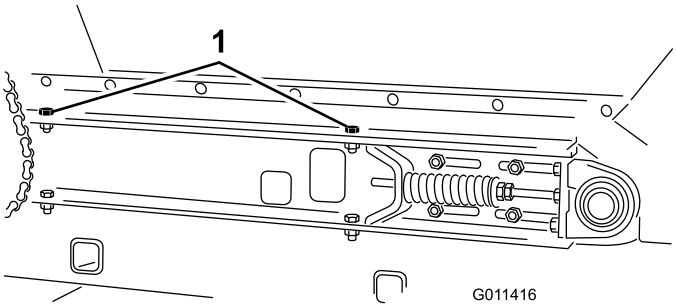

**Figuur 32**
4. Verwijder de (2) tapbouten, ringen en moer aan elke kant van de machine waarmee de hopper aan de glijband is bevestigd (Figuur 32).